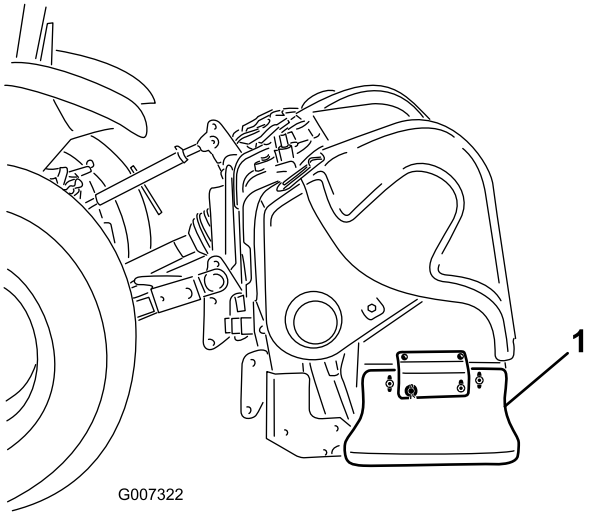

**Figur 35**
1. Lossa bultarna och muttrarna som håller fast sidoskydden på ramen (Figur 35).